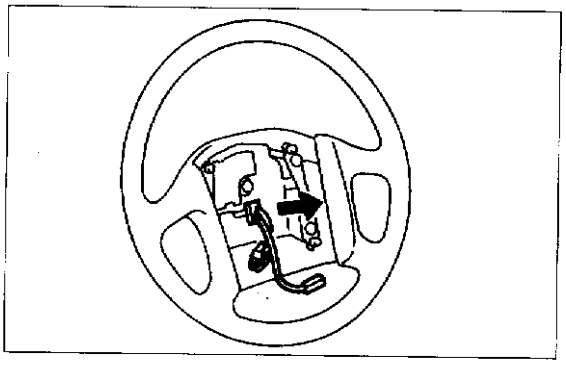

图10-2-19
③连接电缆盘接头，安装转向柱盖。
④安装方向盘，放入导向销，拉出电缆，见图10-2-19。
⑤断开电瓶线，脱开点火开关锁，左右转动方向盘到底，以确认电缆盘处于中性位置。如果气囊警告灯闪烁或处于亮状态(在使用模式)，表明电缆盘可能位置不正确从而折断。使用解码器或者警告灯执行自诊断程序，如果诊断出失效故障，应更换电缆盘。
⑥连接喇叭接头，用爪扣将方向盘与电缆盘连接。
⑦拧紧螺母。